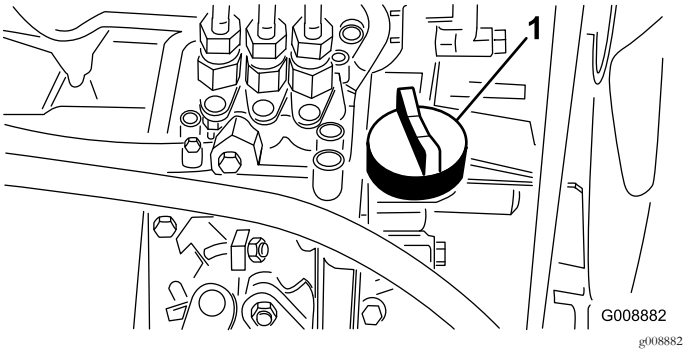

Rysunek 38
4. Jeśli poziom oleju okaże się za niski, odkręć korek wlewu (Rysunek 38) i stopniowo dolewaj olej małymi porcjami, często sprawdzając jego poziom, aż zostanie osiągnięta kreska „full" na bagnecie.